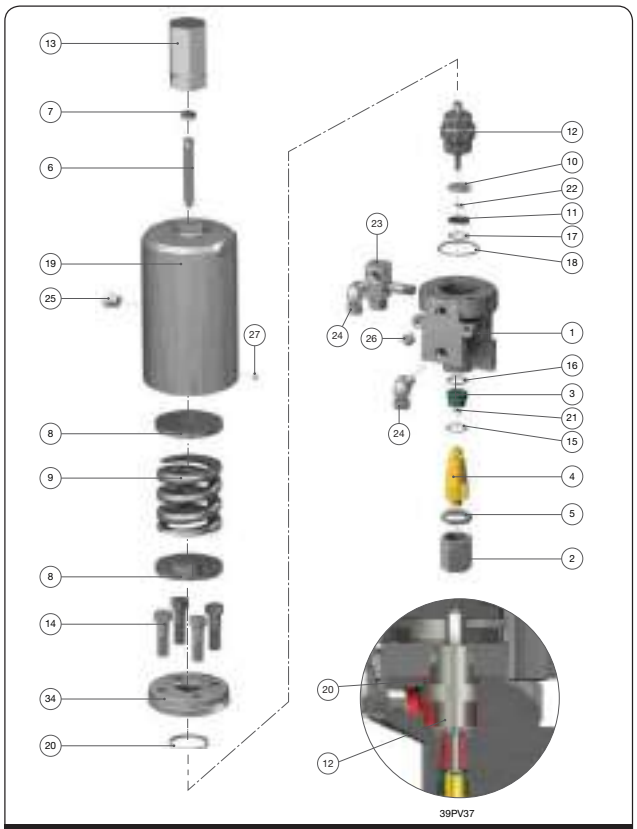
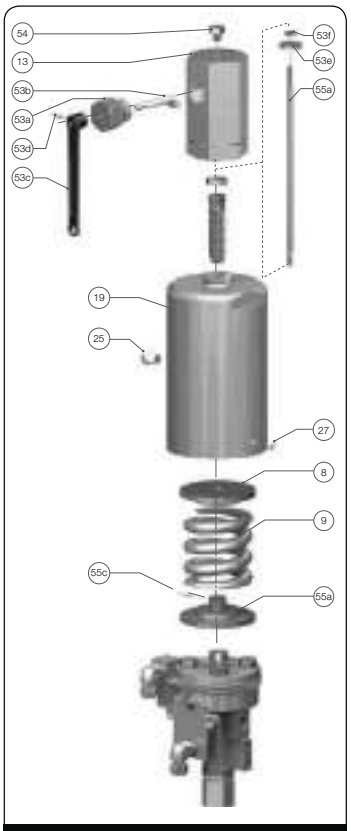
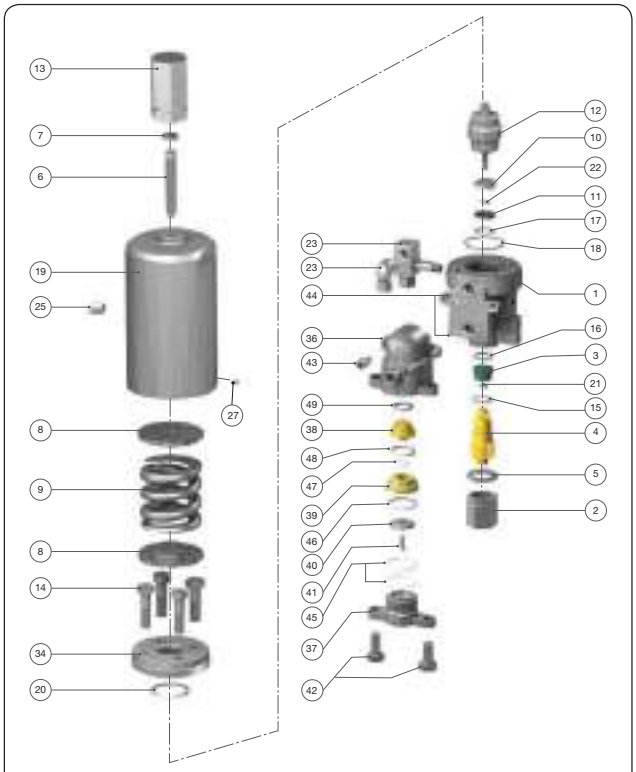

Figure 41: 39PV07/37 Disassembly
Figure 42: Lifting Lever Disassembly
Figure 43: 39MV07 Disassembly
Figures 41 and 42
3. If a lifting lever is installed, also use Figure 42 to remove the Lifting Lever assembly. Then return to Figure 41 to continue disassembly.
Figures 42 and 43
3. If a lifting lever is installed, also use Figure 42 to remove the Lifting Lever assembly. Then return to Figure 43 to continue disassembly.